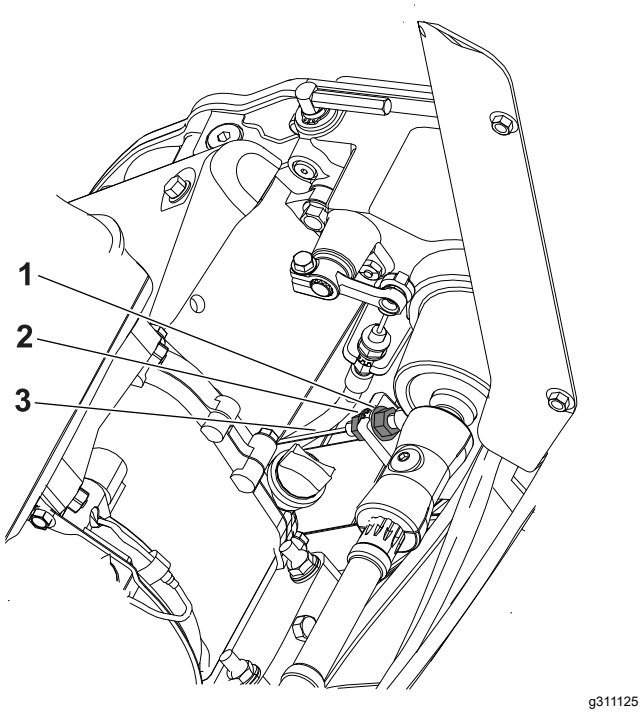

Figur 38
2. Lossa på den bakre kontramuttern och dra åt den främre kontramuttern (Figur 38).